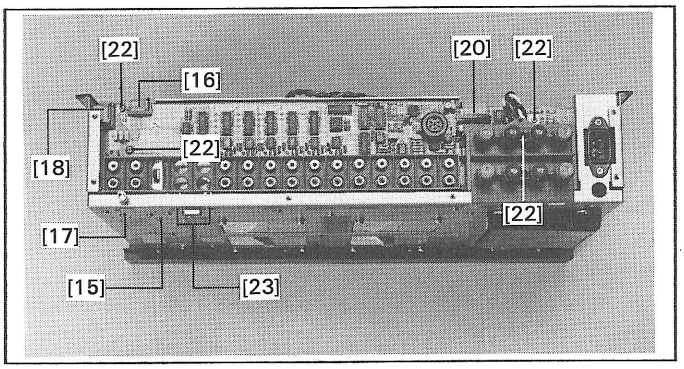

Fig.2.6
- 1 Schraube (17) an der Unterseite entfernen (Fig.2.6).
- Die Steckverbindung (18) zum INTERCONNECTION UNIT Print lösen.